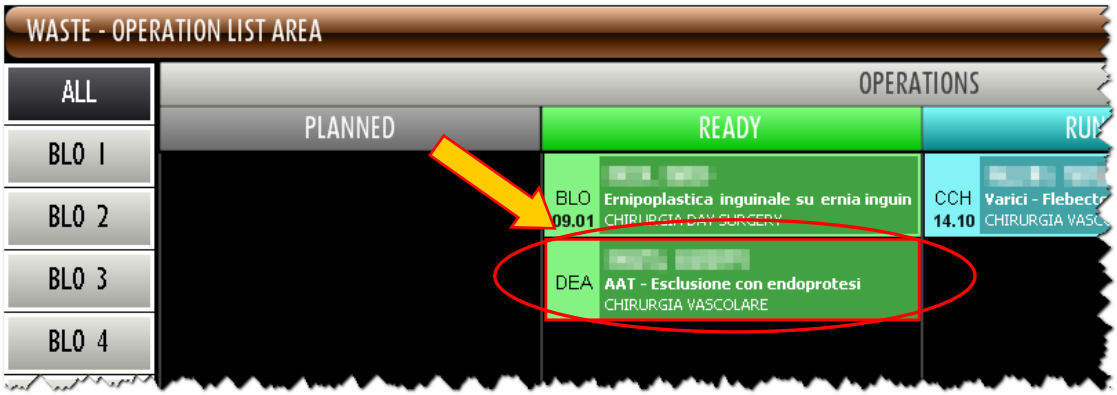

Fig 153 - Operation-rectangle
- click the box corresponding to the operation (Fig 153).